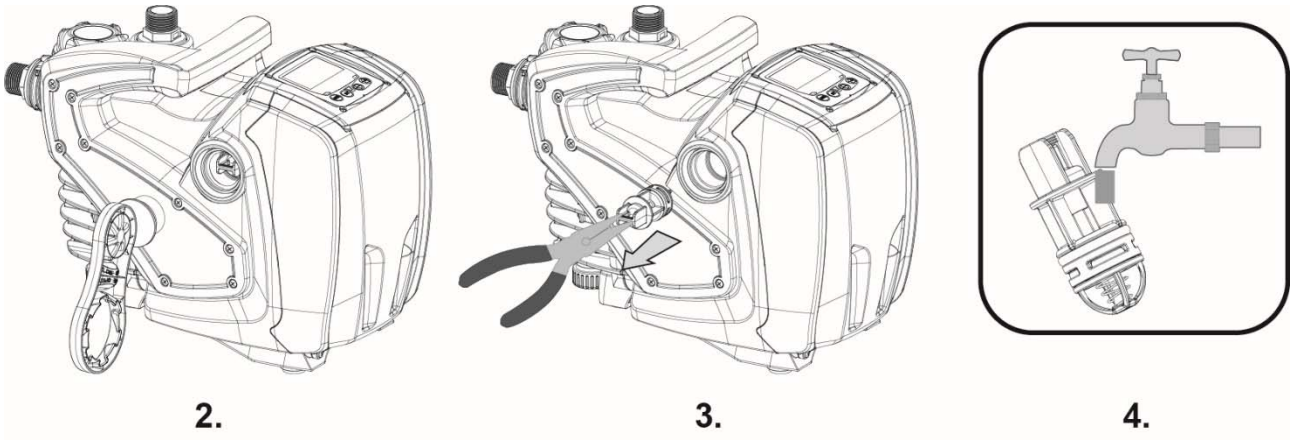

Fig. 8
2. a l'aide d'un tournevis ou de l'outil fourni , démonter le bouchon de purge d'air de façon à avoir accès au clapet anti retour (Fig.8);
3. à l'aide d'une pince, extraire, sans pivoter, la cartouche du clapet de non-retour en faisant levier sur le pont prévu à cet effet (Fig.8): l'opération pourrait requérir une certaine force;
5. introduire à nouveau la cartouche complète dans son logement : l'opération requiert la force nécessaire à la compression des 2 joints toriques (Fig.2 (Fig.8);
6. revisser le bouchon de purge d'air jusqu'en butée : si la cartouche n'était pas complètement repositionnée, le remontage du bouchon permettra d'ajuster le positionnement (Fig.8);